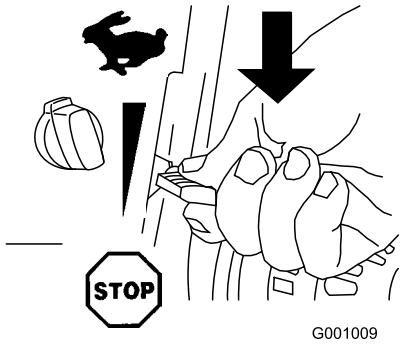

Figur 29
1. Flytta gasreglaget till läget Stop (Figur 29).